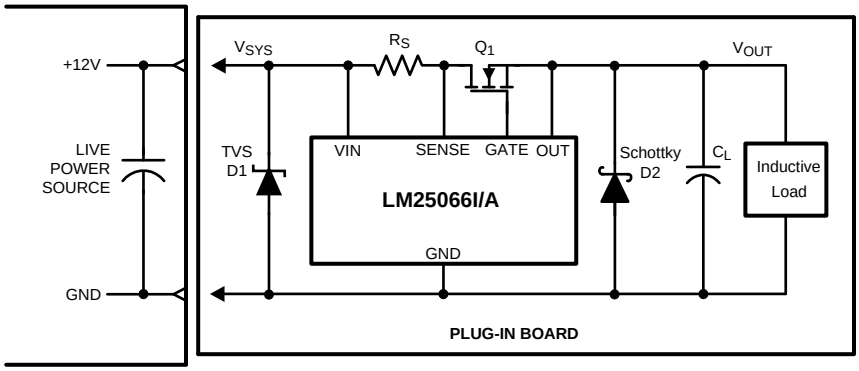

Figure 47. Output Diode Required for Inductive Loads
A) Continued proper operation of the LM25066I/A hot-swap circuit normally dictates that capacitance be present on the supply side of the connector into which the hot-swap circuit is plugged in, as depicted in Figure 47. The capacitor in the "LIVE POWER SOURCE" section is necessary to absorb the transient generated whenever the hot-swap circuit shuts off the load current. If the capacitance is not present, parasitic inductance of the supply lines will generate a voltage transient at shut-off which may exceed the absolute maximum rating of the LM25066I/A, resulting in its destruction. A TVS device with appropriate voltage and power ratings can also be connected from VIN to GND to clamp the voltage spike (see application note AN-2100 SNVA464).
B) If the load powered by the LM25066I/A hot-swap circuit has inductive characteristics, a Schottky diode is required across the LM25066I/A's output along with some load capacitance. The capacitance and diode are necessary to limit the negative excursion at the OUT pin when the load current is shut off. If the OUT pin transitions more than 0.3V negative, the LM25066I/A will internally reset, erasing the volatile setting for retries and warning thresholds. See Figure 47. To alleviate this, a small gate resistance (e.g. 10Ω) can be used. This resistor has the added benefit of damping any high frequency gate voltage oscillations, particularly in paralleled FET arrangements.